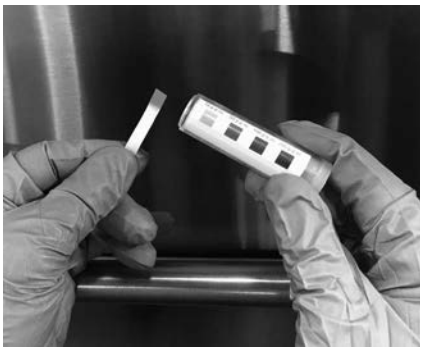

Fig. 11
3. Comparez la bandelette d'essai à l'échelle d'essai fournie avec votre trousse d'essai (Fig. 11). Si le niveau de l'agent assainissant est en dehors des limites (c'est-à-dire inférieur à 50 ppm ou supérieur à 100 ppm), ajustez le dosage. Reportez-vous à la section Programmation de la pompe à produits chimiques (page 16), pour les instructions de réglage, ou contactez votre fournisseur de produits chimiques.